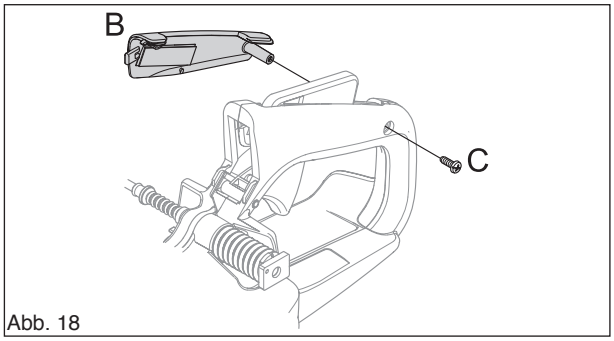

Abb. 18
Griffeinlage (B) durch Lösen der Schraube C am Handgriff ausbauen (Siehe Abb. 18.).
Griffeinlage mit einer Schraube einbauen, nachdem Gashebel, Hebelarm, Gaszug und Gashebelsperre samt Stift korrekt montiert wurden (Siehe Abb. 18.).